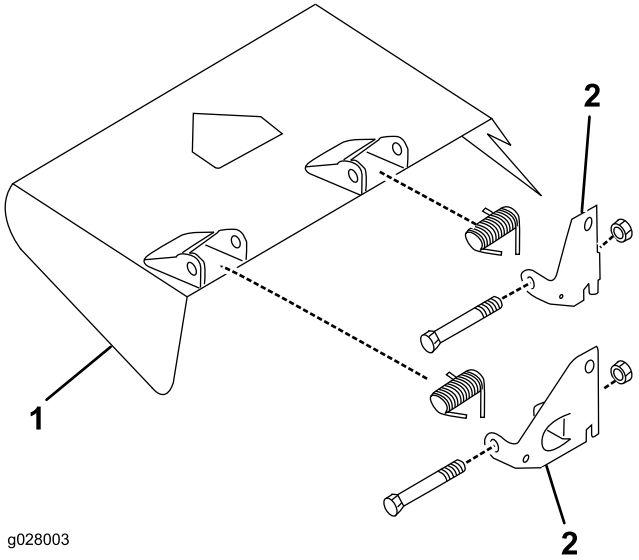

Figur 6
3. Brug de maskinskruer, låsemøtrikker og fjedre, du fjernede tidligere, til at montere de nye drejebeslag til deflektorbeslagene (Figur 6).